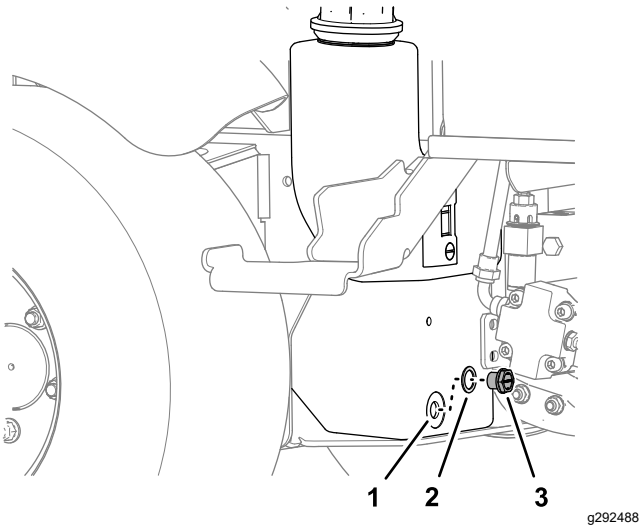

Figur 72
3. Sett et tappefat under hydraulikktanken, fjern tappepluggen fra tanken og tapp ut hydraulikkvæsken (Figur 72).